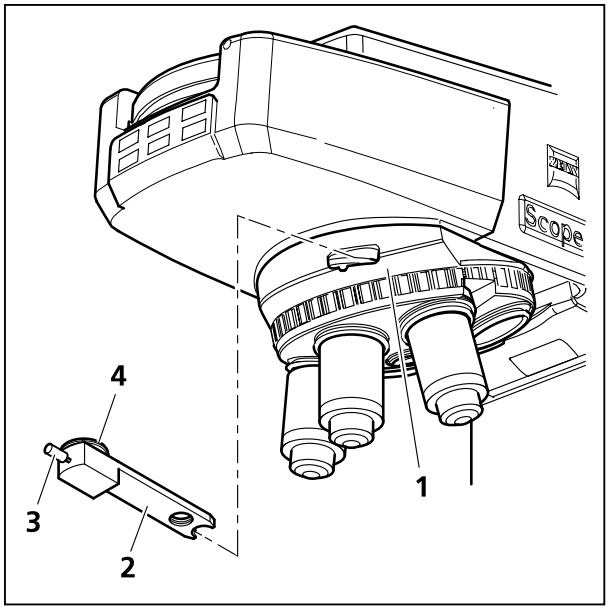
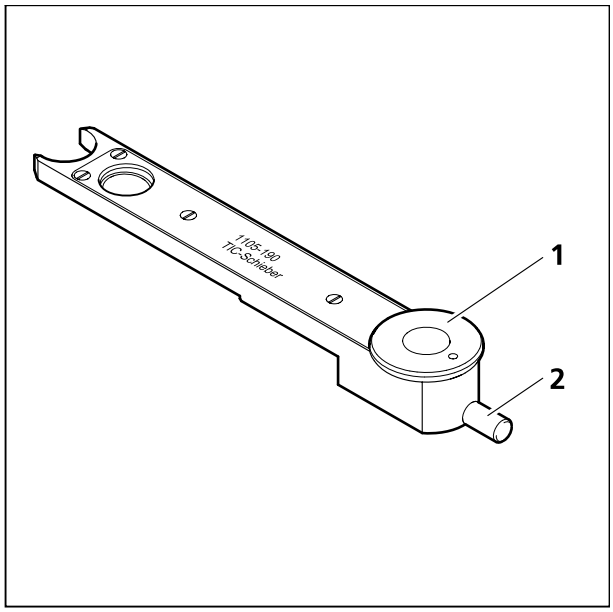
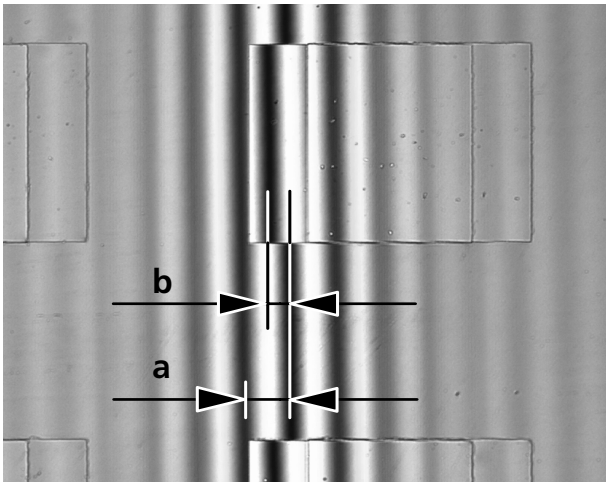

Bild 4-14 Kompensatoraufnahme 6x20 mit C-DIC-Schieber 6x20
Bild 4-15 TIC-Schieber 6x20
Bild 4-16 Interferenzstreifenbild
(3) Auflicht-DIC, bevorzugt für Objektive Epiplan 5x bis 100x und LD-Epiplan 10x bis 100x
(4) Auflicht-C-DIC
- C-DIC-Schieber (Bild 4-14/**2**) in die Kompensatoraufnahme 6x20 (Bild 4-14/**1**) einschieben.
- Präparat auflegen, fokussieren und das Stellrad (Bild 4-14/**4**) am C-DIC-Schieber so drehen, dass die interessierende Struktur in maximalem Kontrast sichtbar ist. Eine Tischdrehung ist nicht mehr notwendig.
- Durch Verstellung der Stellschraube (Bild 4-14/**3**) am C-DIC-Schieber kann der Kontrast optimiert werden.
(2) Geräteausrüstung
(3) Auflicht-TIC einstellen
- TIC-Schieber 6x20 in die Kompensatoraufnahme 6x20 (Bild 4-14/**1**) einschieben. Im Sehfeld erscheinen farbige Interferenzstreifen. Mit der Stellschraube (Bild 4-15/**2**) des TIC-Schiebers den schwarzen Interferenzstreifen nach Augenschein in die Sehfeldmitte verschieben.
- Zum Auswählen der zu vermessenden Struktur am Stellrad (Bild 4-15/**1**) des TIC-Schiebers drehen, bis das Interferenzstreifensystem senkrecht zur Aufspaltungsrichtung des Objektes (siehe Bild 4-16) verläuft. Mit der Stellschraube (Bild 4-15/**2**) des TIC-Schiebers können die Interferenzstreifen verschoben werden.
Die Werte für a und b (siehe Bild 4-16) werden mit Hilfe des Okularstrichkreuzmikrometers oder mittels Messschraubenokular bestimmt.